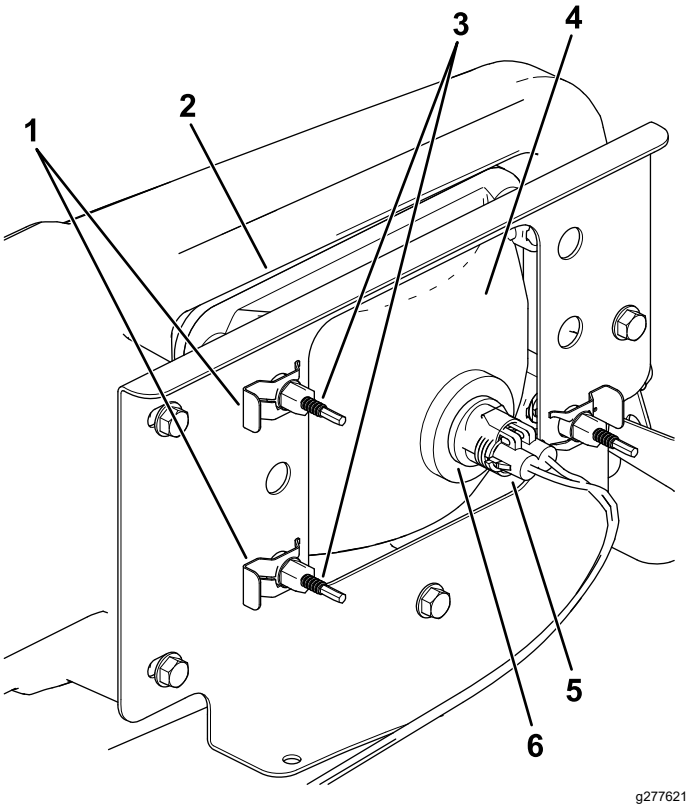

Figuur 43
3. Koppel de elektrische aansluiting voor de kabelboom los van de aansluiting van de lamp (Figuur 43).
4. Verwijder de snelklemmen waarmee de koplamp aan de koplampbeugel is bevestigd (Figuur 43).
5. Verwijder de koplamp door deze naar voren door de opening in de voorbumper te trekken (Figuur 43).
6. Monteer de nieuwe koplamp via de opening in de bumper (Figuur 43).
8. Koppel de elektrische aansluiting voor de kabelboom aan op de aansluiting van de lamp (Figuur 43).
5. Draai achteraan de koplamp de stelschroeven (Figuur 43) om de koplamp te draaien en de straal te richten.